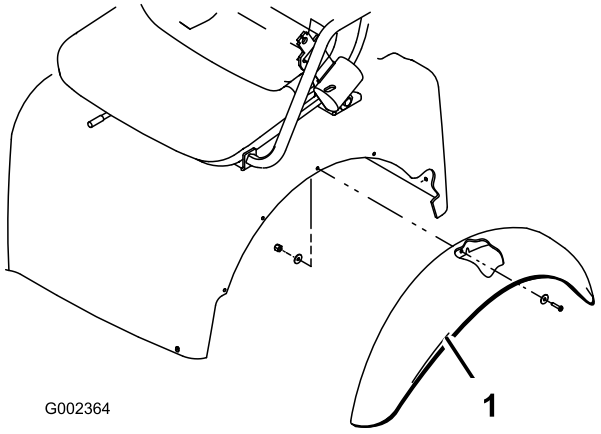

Figura 3
1. Afloje las contratuercas y los pernos que fijan los soportes de las luces traseras a los soportes izquierdo y derecho del bastidor (Figura 3).
3. Fije la parte trasera de cada soporte de las luces traseras a la parte trasera de los soportes del bastidor con un tornillo de caperuza de 5/16 x 1 pulgada, una arandela plana de 8,74 mm D. I. y una contratuerca, según se muestra en Figura 3.